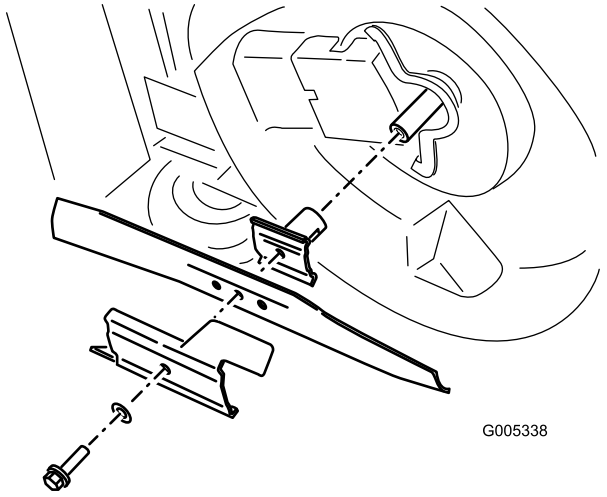

Bild 28
4. Kippen Sie den Rasenmäher seitlich (Luftfilter zeigt nach oben) (Bild 28).
Fassen Sie das Ende des Messers mit einem dicken Handschuh an oder wickeln Sie einen Lappen um das Messer. Entfernen Sie die Messerschraube, den Beschleuniger und das Messer (Bild 28).